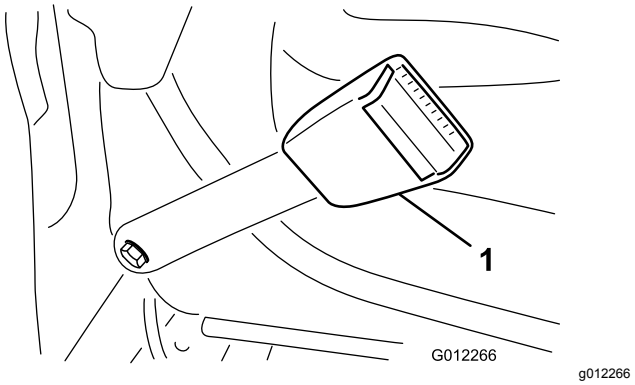

Figur 6
1. Monter enden av hver sikkerhetsbeltelåsen i hullene i seteryggen med to bolter (7/16 x 1 tomme), flate skiver (7/16 tomme) og låseskiver (7/16 tomme) (Figur 6).